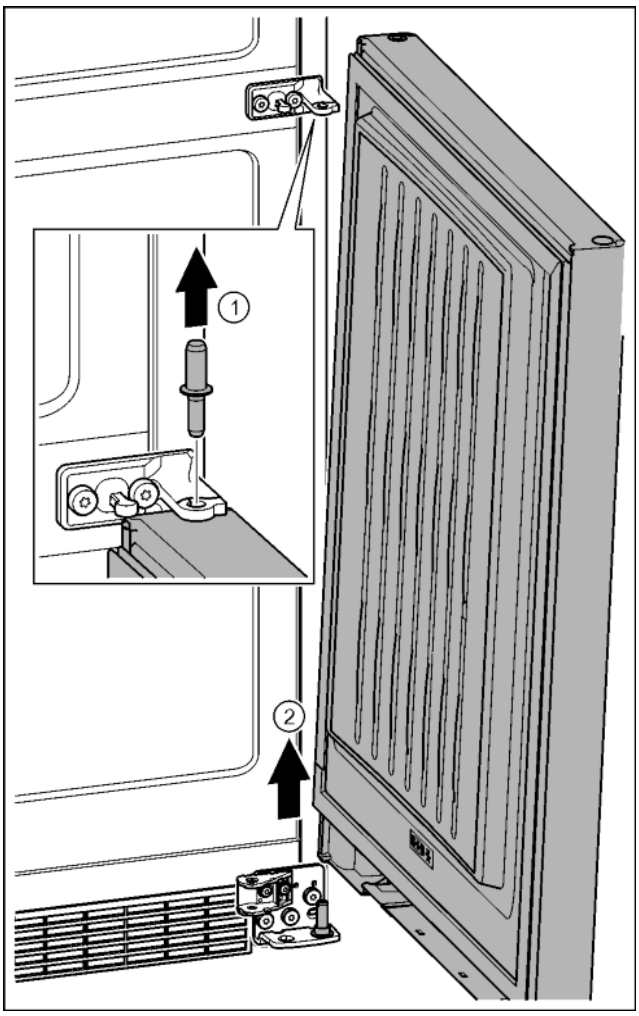

Fig. 22
▶ Pull out the bolts towards the top. *Fig. 22 (1)*
▶ Swing the door out, pull it upwards and set it aside. *Fig. 22 (2)*